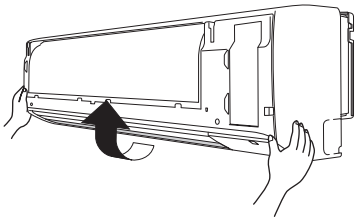

Fig. 3-16
(6) Lift up the grille in the direction shown by the arrow and pull the grille towards you to remove it. (Fig. 3-16)